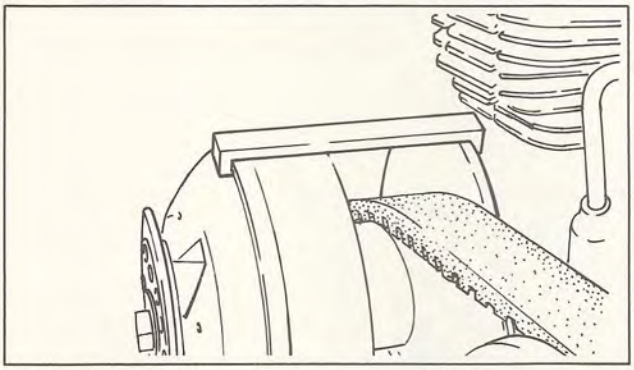

Fig. 2-8
(2) Install primary sheave holder 1 (special tool) on the edges of primary sliding sheave and primary fixed sheave so that the primary sliding sheave is not forced by the spring. (Fig. 2-8)